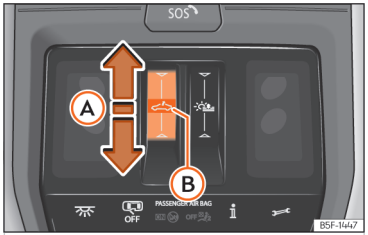

**Fig. 86** On the headliner: glass roof button.
- Automatic movement: slide your finger back over the functional area ››› **Fig. 86** (A).
- Automatic movement: slide your finger forward over the functional area (A).
- Automatic movement: press briefly in the centre of the functional area (B)
- **Or** press briefly in the centre of the functional area (B).
- Before approx. 5 seconds after activation of the anti-trap function, slide your finger forward over the functional area ›› ››› Fig. 86 Ⓐ and keep pressed until the sunroof is fully closed.